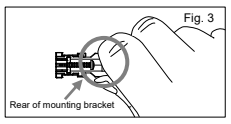

Fig. 3
4. Hold the rear of the mounting bracket (Fig.3), and lift up one side to remove it from the case. (Fig. 4)